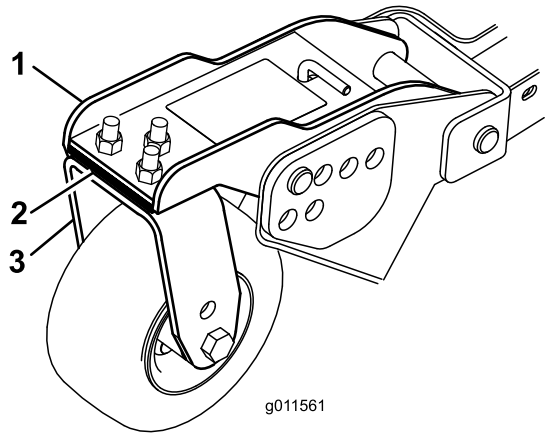

Figur 30
Rotera kniven på varje spindel tills ändarna är riktade framåt/bakåt. Mät från golvet till längst fram på skäreggen. Justera med mellanlägget på 3 mm på den eller de främre svänghjulsarmarna för att matcha dekalens klipphöjd (Figur 30). När det endast gäller utsidesknivens spindel hänvisas till Justera klippenhetens lutning (sida 52).
3. Om insideseggen på sidoklippenheten är för hög i förhållande till utsideseggen hos den främre klippenheten, tar du bort ett mellanlägg på 3 mm från botten av den främre inre svänghjulsarmen på sidoklippenheten (Figur 30). Kontrollera måtten mellan de båda sidoklippenheternas yttre eggar och mellan sidoklippenhetens inre egg och den främre klippenhetens yttre egg.